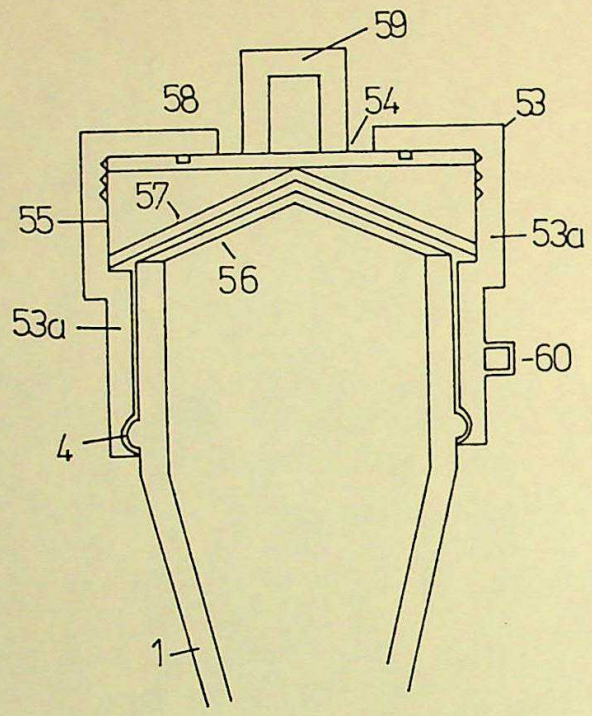

Fig. 25
Fig. 25 zeigt eine andere Lösung für einen Kappenverschluß: Die Kappe (53) weist in der Mitte einen Durchbruch (54) und an der Innenwand ein Gewinde (55) auf. Zur Abdeckung dient eine runde, mit einer Dichtung (56) versehene Scheibe (57), die durch die Mitte (57*a*) geknickt ist. Über der Scheibe (57) ist eine Schließscheibe (58) zu sehen, die in das Gewinde (55) des Kappenmantels (53*a*) paßt. Durch Drehen der Schließscheibe (58) drückt diese die geknickte Scheibe (57) flach. Somit wird das Trinkgefäß (1) abgeschlossen. Die Kappe liegt auf der Außenfeder (4), oder schließt mit der Außennut (2) ab. Die Schließscheibe (58) weist einen Griff (59) auf, der zum Öffnen des Gefäßes (1) dient. Das Aufreißen des Mantels (53*a*) geschieht mit Hilfe von einer seitlich angebrachten Lasche (60).